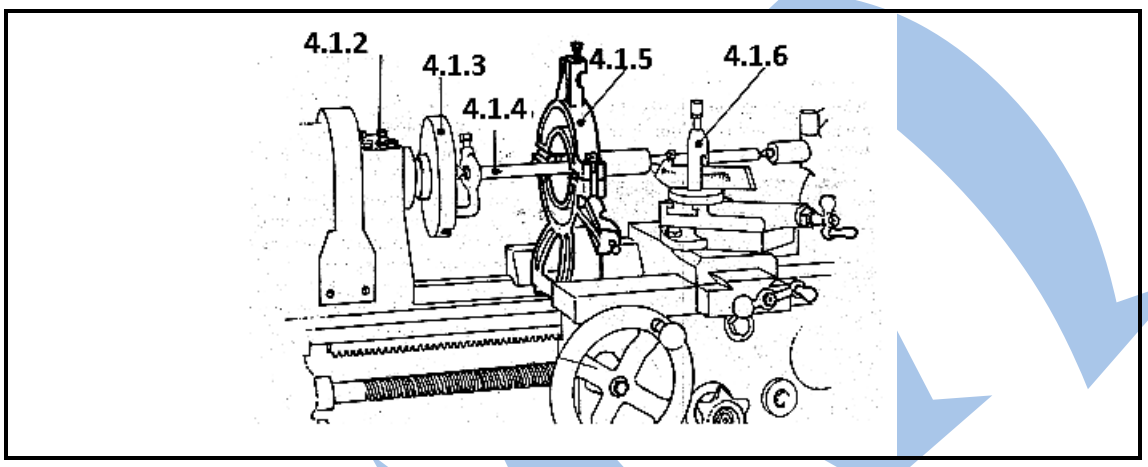
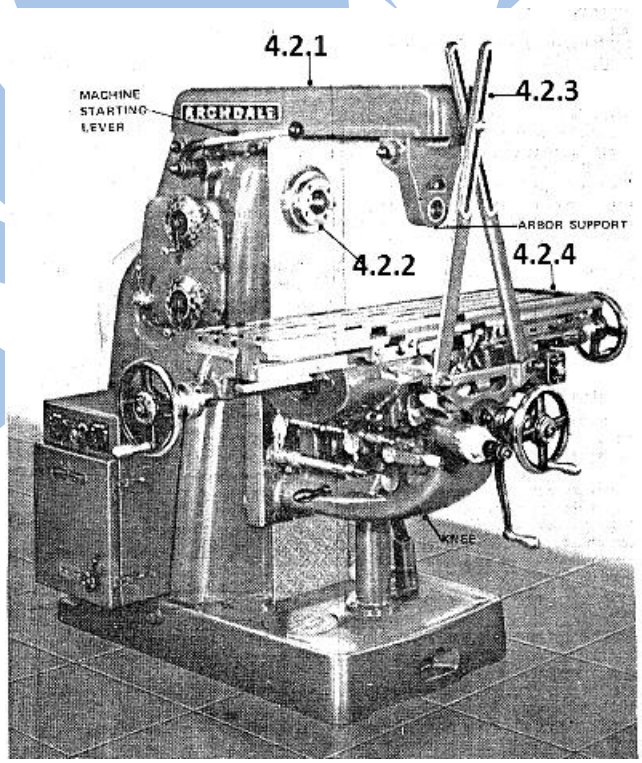

FIGURE 2 (5)
FIGURE 3 (4)
4.1 FIGURE 2 below shows a machining process with a steady.
4.1.1 Identify the type of machine being used and what type of machining process is being performed here in FIGURE 2. (2)
4.1.2 Label the machine components marked (4.1.2–4.1.6) in FIGURE 2.
4.2 FIGURE 3 shows a very important machine in the machining workshop.
Identify the components marked (4.2.1–4.2.4) in FIGURE 3.
4.3 Name FIVE machining processes that can be performed in this particular machine in FIGURE 3. (5)
4.4 Compare the machining process between the machine shown in FIGURE 2 and the machine shown in FIGURE 3 in terms of the following: